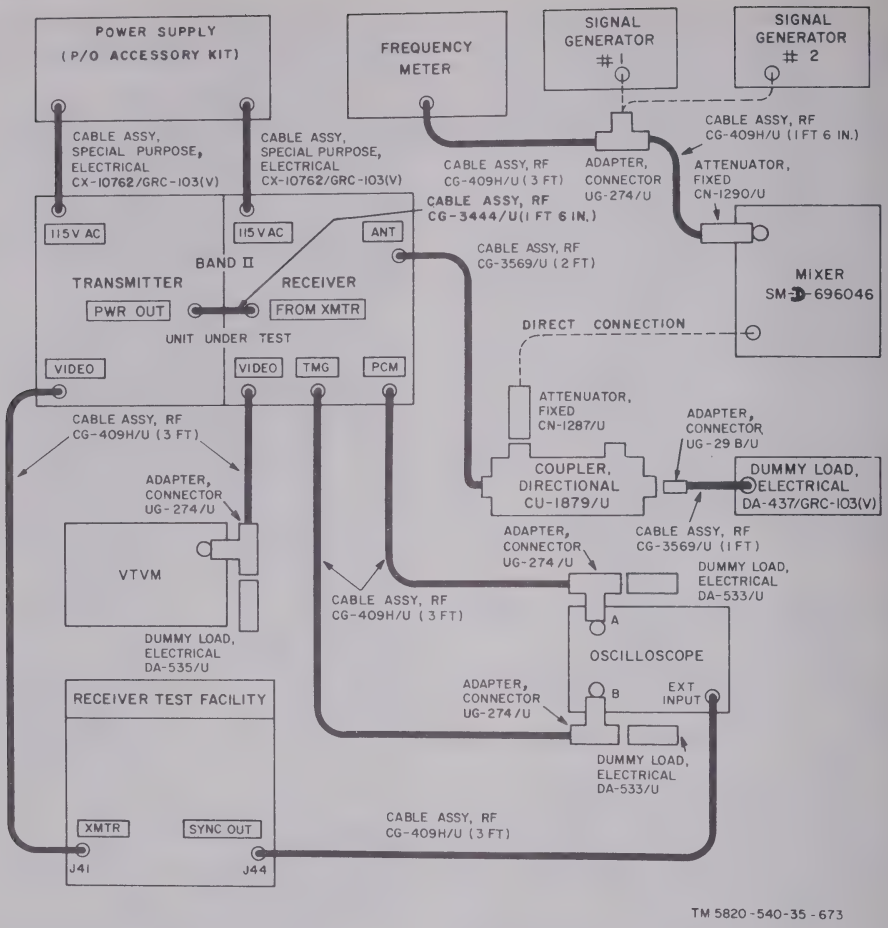

Figure 4–307. Band II radio set pcm performance, test setup.
(*e*) Connect the test equipment as shown in figure 4–307, with signal generator No. 1 connected as shown.
(*o*) Observe the regenerated pcm signal and the timing pulse as displayed on channel A of the oscilloscope (fig. 4–308). Check the following pulse characteristics:
1. The regenerated pulse amplitude fig. 4–308) should be 2.0v ± 0.2v.